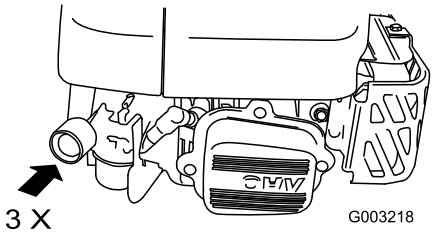

Figur 18
1. Tryk tipperen helt ind med tommelfingeren 3 gange, og hold den hver gang inde i et sekund, før du slipper den igen (Figur 18).